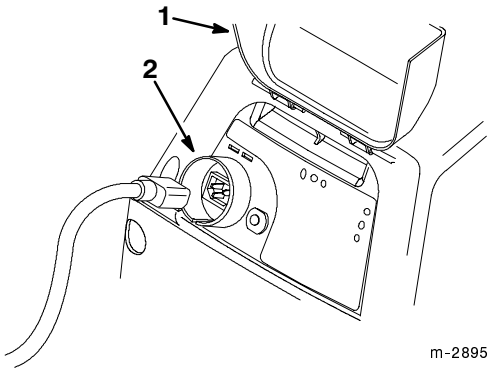

Abbildung 14
3. Die Regenhaube anheben, die Verlängerungsschnur in die Dose stecken und das andere Ende der Schnur an eine 230 Volt-Steckdose anschließen (Abb. 14).